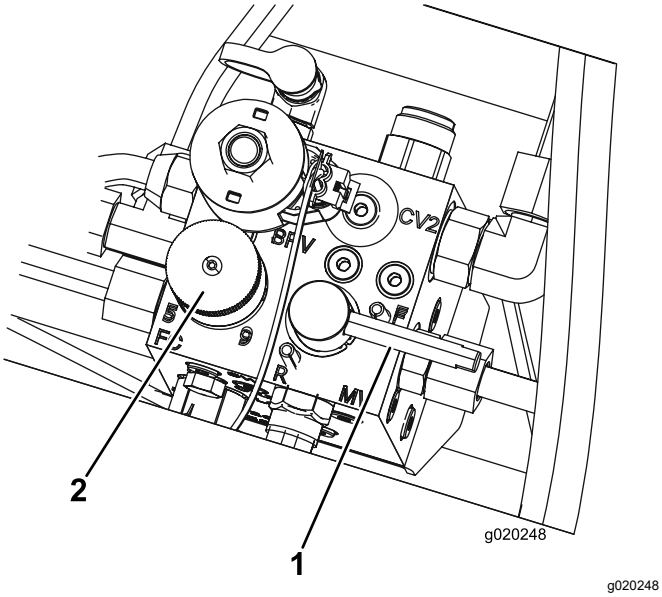

Figure 83
5. Réglez le bouton de commande de vitesse des cylindres à la position 1 (Figure 83).
6. Tournez le levier de rodage à la position R (rodage) (Figure 83).